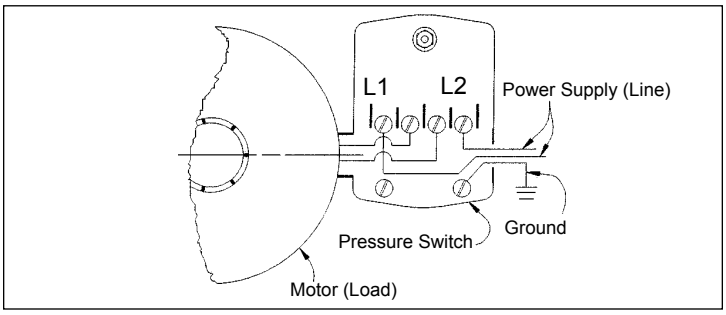

FIG. 2 - ELECTRICAL CONNECTIONS
e) **Wiring:** An electrician should be employed to do the wiring and connect the electrical service to the pump. The pressure switch is wired to the motor at the factory and the voltage for which the motor is wired is indicated by a sticker on the back of the motor. Make sure the motor is wired for the same voltage as the power supply. Refer to the motor nameplate or inside terminal cover for voltage changing instructions. The power lines should be connected to the pressure switch terminals marked "line" (Fig. 2). It is recommended that a separate circuit be led from the distribution panel to the pump unit. A ground fault interrupter (GFI) protected circuit should be used for all electrical devices operating near water. Install a proper fused disconnect switch in the line and make certain the wiring is adequately sized and well insulated. **Undersized wire between the motor and the power source will adversely limit the starting and load carrying abilities of the motor.** Minimum wire sizes for motor branch circuits are recommended (see Table 2). For added safety, the pump and motor should be grounded to the well casing if metal or the ground in the distribution panel.